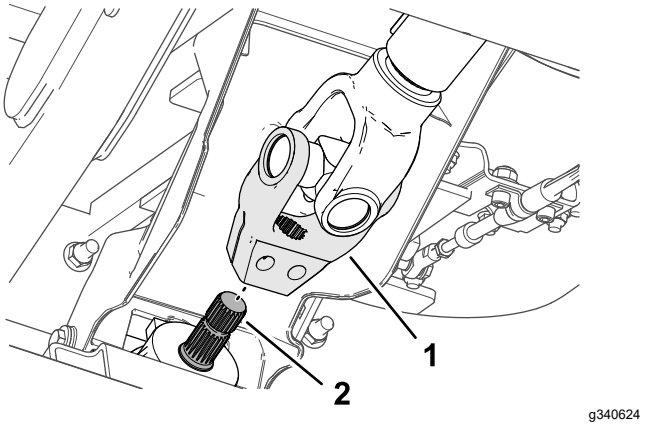

Figure 18
5. Alignez les cannelures de la chape de l'arbre d'entraînement et celles de l'arbre d'entrée de l'accessoire (Figure 18), puis glissez la chape sur l'arbre.